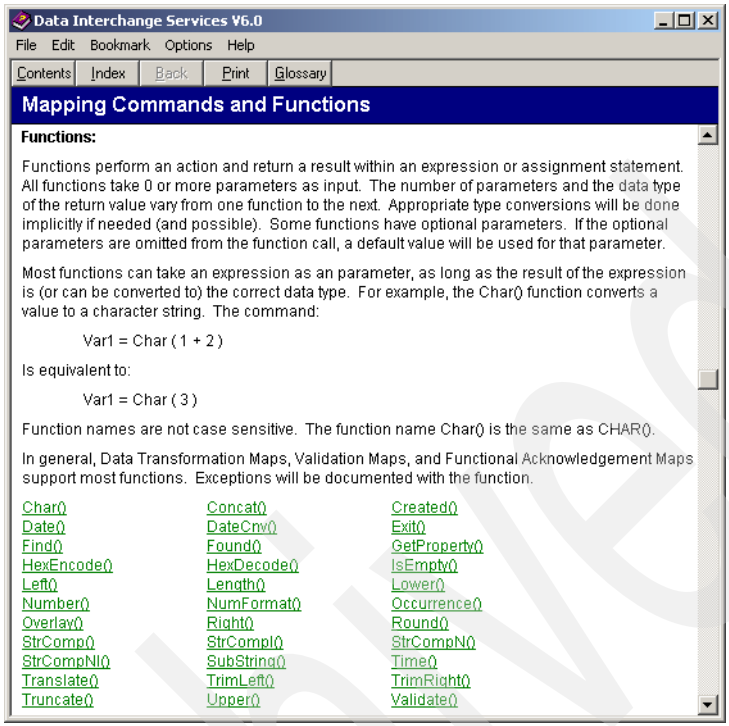

Figure 15-32 Mapping command help
4. Double-click **mapping commands** in the lower window to display Help information about Mapping Commands and Functions as shown in Figure 15-32 on page 499.